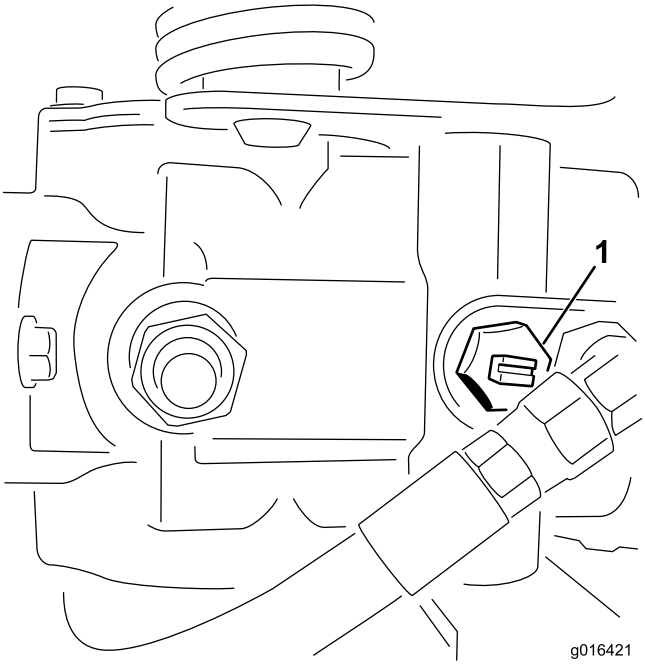

Figur 33
1. Find omløbsventilen på pumpen, og drej den, så rillen er vertikal (Figur 33).
2. Luk omløbsventilen ved at dreje den, så rillen er horisontal (Figur 33), før du starter motoren.